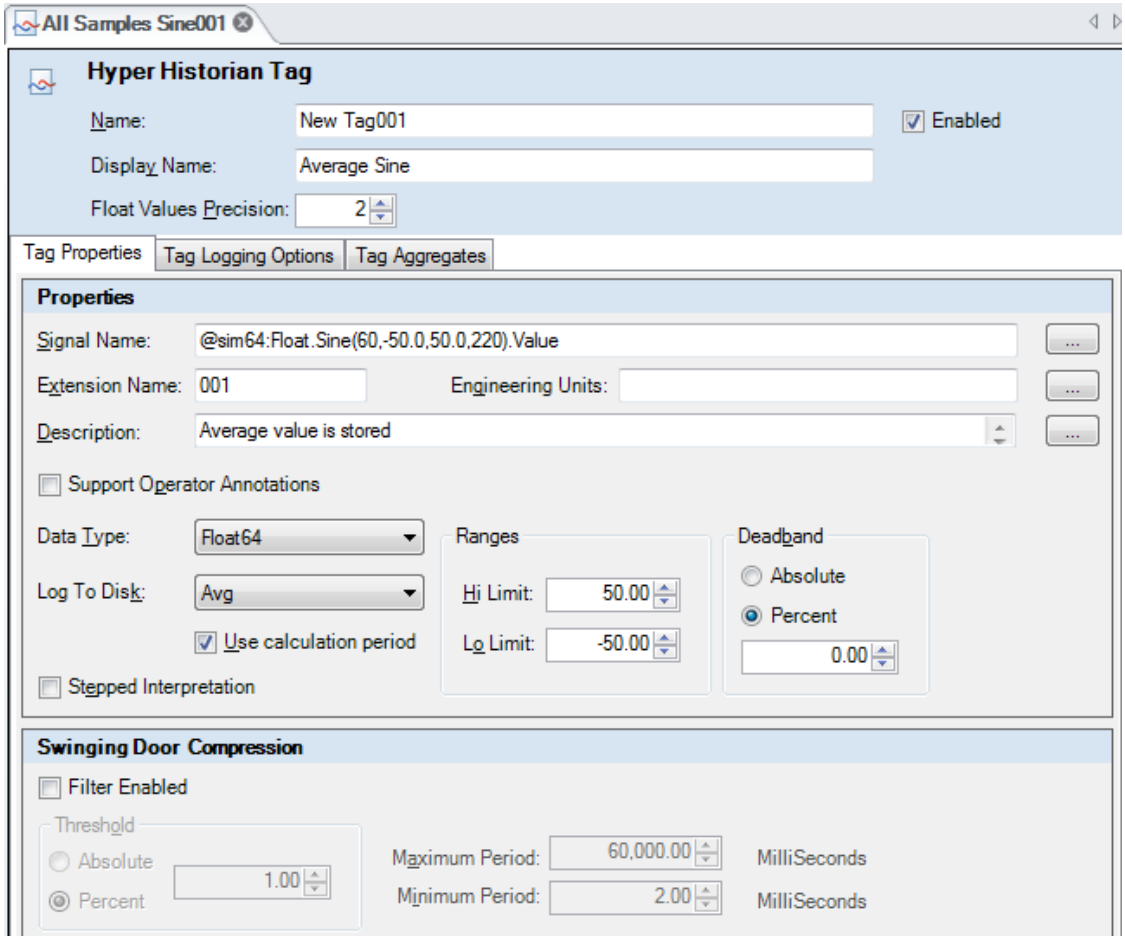

Figure L3.8 - Average Log to Disk Filter Applied on a Hyper Historian Tag
1. Double-click on the new **All Samples Sine001** Hyper Historian tag in the navigation tree to open the tag configuration form, as shown in Figure L3.8.